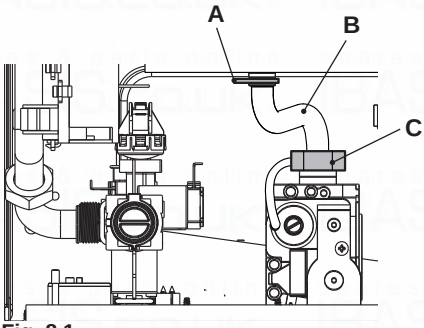

Fig. 8.1
- Unscrew the connector C , remove the fixing fork A and remove the pipe B (Fig. 8.1).